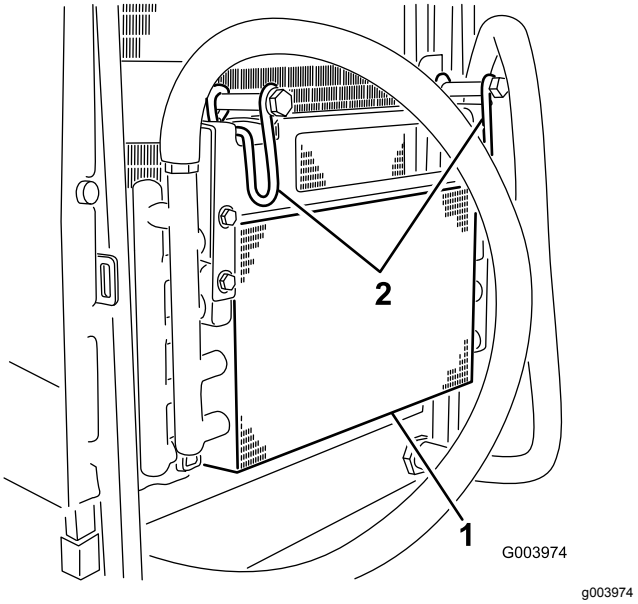

Figuur 58
5. Draai de vergrendelingen naar binnen om de oliekoeler los te maken (Figuur 58).